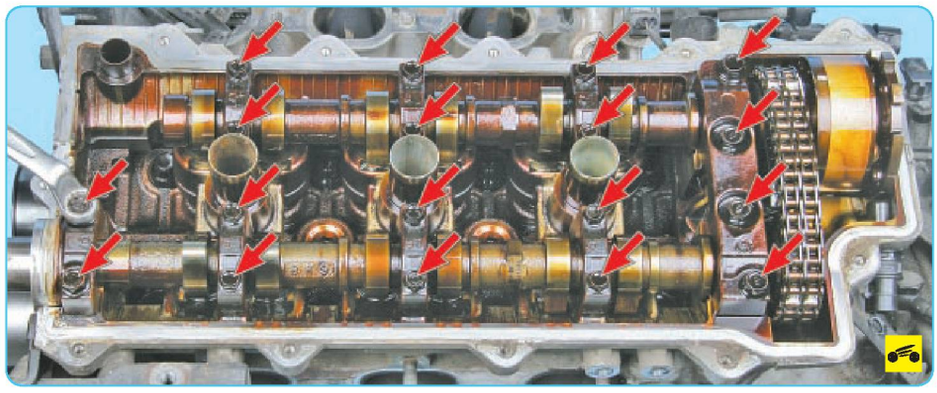

Рис. 5.11. Болты крепления крышек распределительных валов
7. Выверните болты крепления крышек подшипников распределительных валов (рис. 5.11) и снимите крышки.